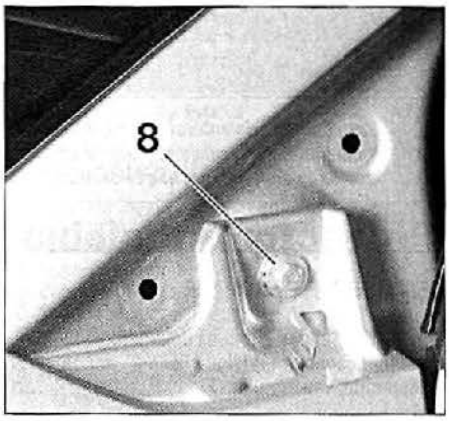

FIG. 17
• Desmontar el tornillo (8) **(fig. 17).**